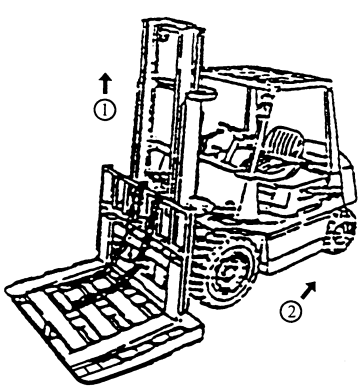

Fig. 8-8
(1) Place a salver on the forks and make the forklift stop on the flat ground.
(2) Make the forks and salver descend to the ground.
(3) Take down the top joint of the chains. And take out chains from sheave.
(4) Lift the inner and outer mast. (Fig.8-8 ①)
(5) The forklift will be reversed when the lift bracket is disengaged from the outer mast. (Fig. 8-8 ②)
(6) Replace main rollers